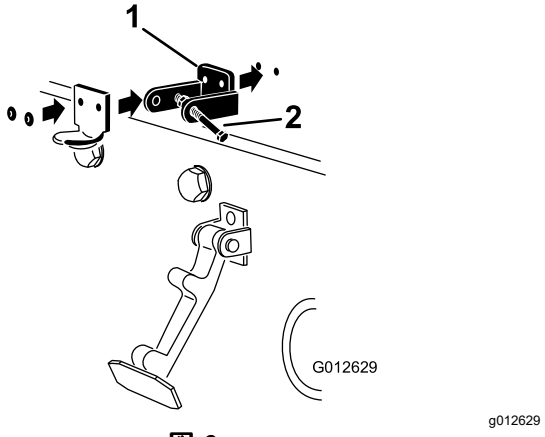

図 6
5. ブラケットとワッシャをフードにリベットで固定する図 6。